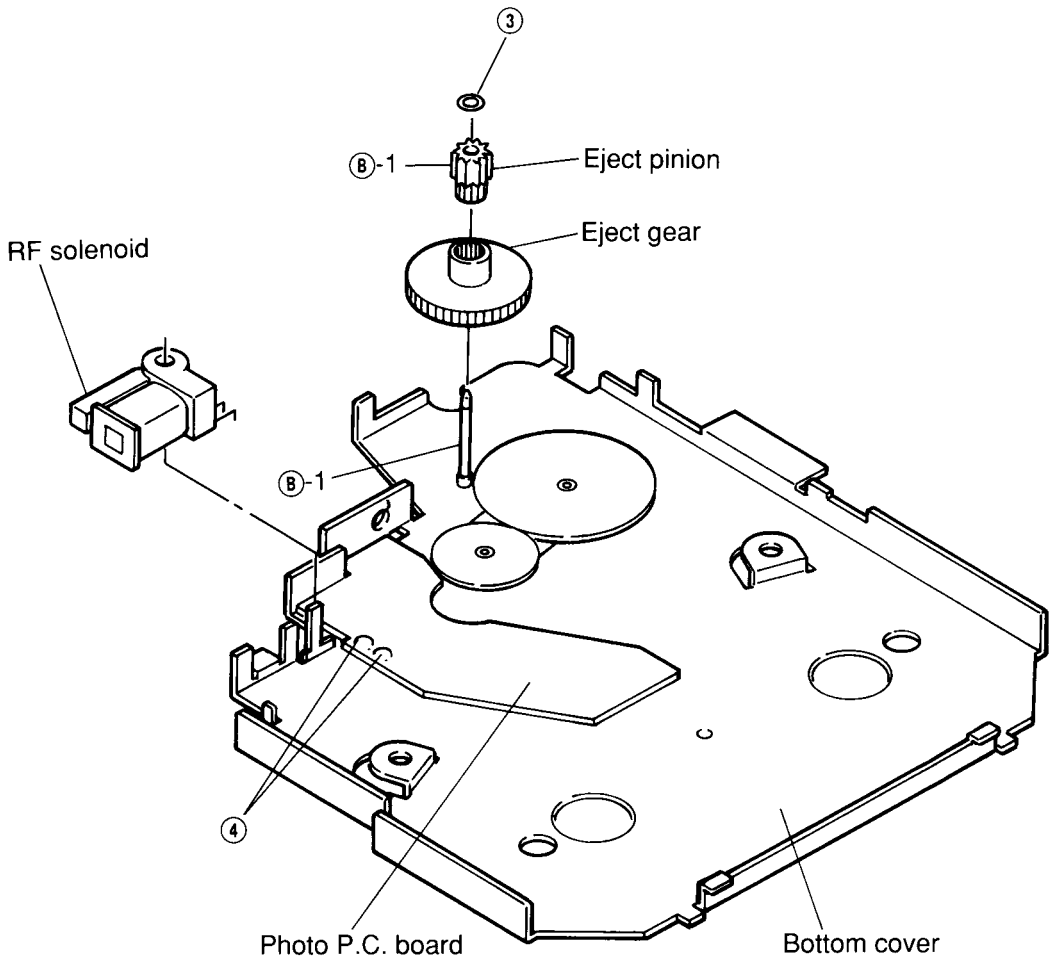

Figure 6
(1) Remove M1.2 lock washer ③ as shown in Figure 6.
(2) Pull the eject pinion out of the eject gear and remove the eject gear as shown in Figure 6.
(3) Apply the molykote E paste to the section Ⓑ-1, and mount the eject gear following the removal steps in the reverse order. After replacement is finished, make sure that the gear rotates smoothly. (Refer to Figure 6.)
(1) Remove two solders ④ and remove the RF solenoid from the bottom cover by pulling it up as shown in Figure 6.
(2) Replace the solenoid with a new one, and remount it following the removal steps in the reverse order as shown in Figure 6.